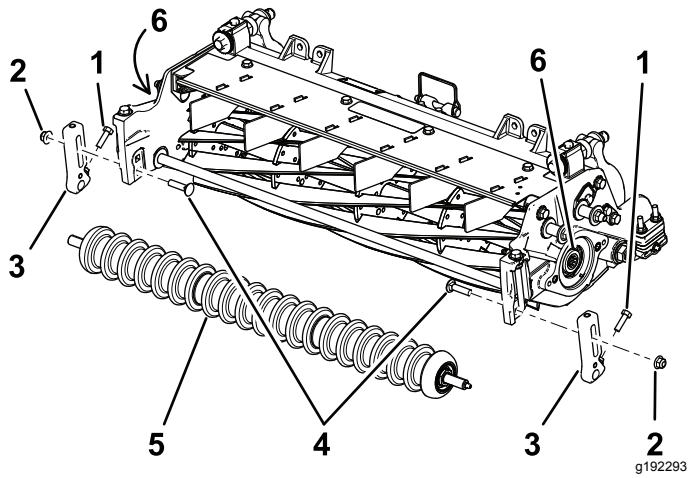

Rysunek 3
2. Odkręć śruby zamkowe i nakrętki zabezpieczające mocujące wsporniki wysokości cięcia do płyt bocznych jednostki tnącej (Rysunek 3).
3. Poluzuj śruby mocujące wsporniki wysokości cięcia do wału przedniej rolki (Rysunek 3).
4. Zdejmij aktualne wsporniki wysokości cięcia oraz przednią rolkę z płyt bocznych jednostki tnącej (Rysunek 3).
6. Używając narzędzia do wału napędowego wirnika (część nr TOR4074 dla wirnika 7-calowego), wyjmij i wyrzuć aktualną wkładkę wielowpustową z każdego z końców wału wirnika. Patrz Rysunek 3.